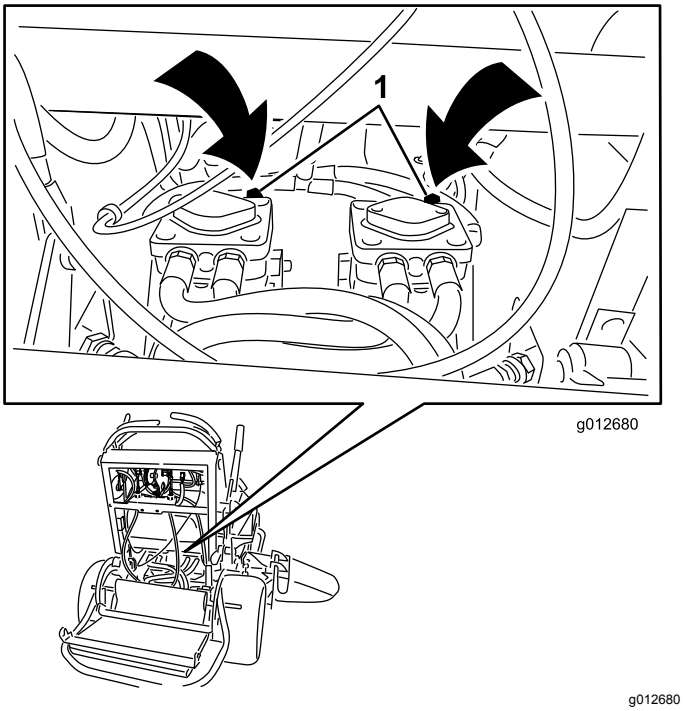

**Figur 24**
3. Åbn omløbsventilen på begge pumper ved at dreje dem 1 til 2 omgange mod uret (Figur 24).